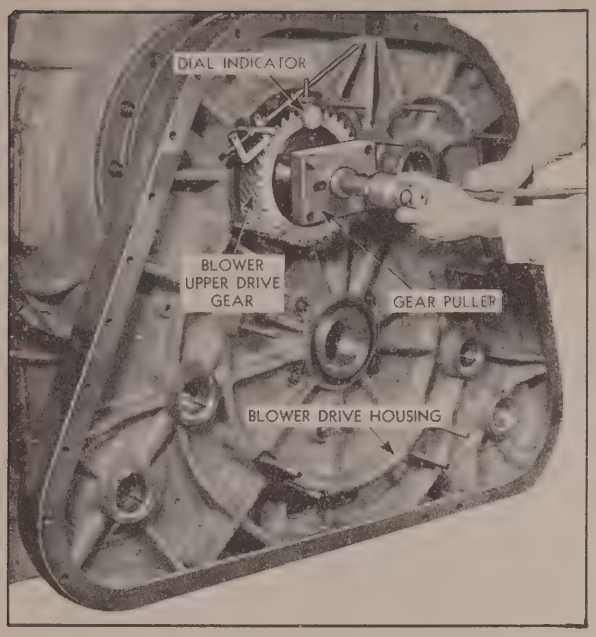

Fig. 14K
7. Attach gear puller and place a dial indicator against the face of the gear. Pul gear back to .005" clearance. (See Fig. 14K.)